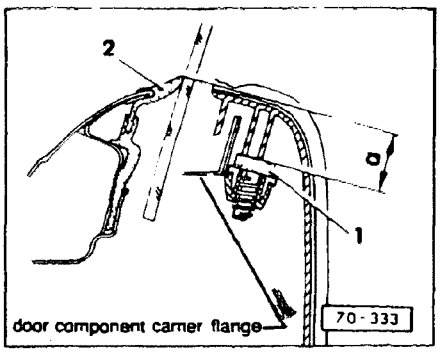

Fig. 2 Front door trim panel, height adjustment
▶ Fig 2 **Rear door trim panel, height adjustment**